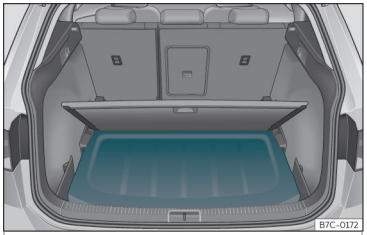

Fig. 107 En el maletero: colocación de la bandeja.
- Coloque la bandeja del maletero en el soporte previsto a tal efecto ››› **fig. 107**.